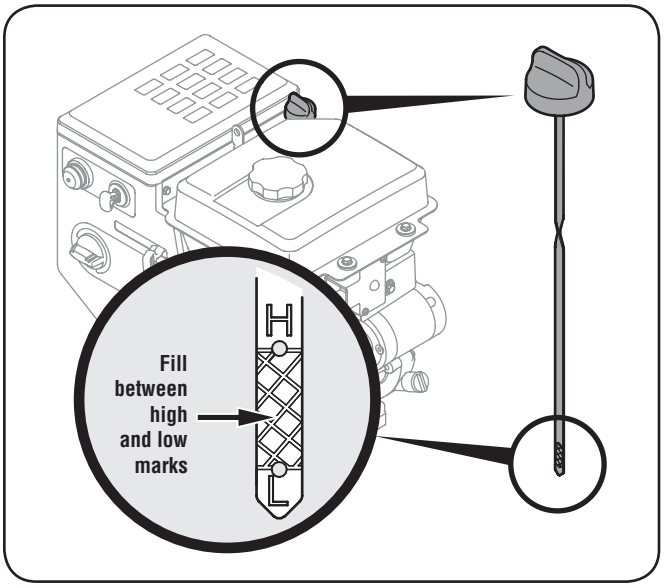

Figura 3-2
- Mantenga el nivel de aceite entre las marcas "F (lleno)" y "L (agregar)" de la varilla de medición del nivel. Vea la Figura 3-2.
1. Retire el tapón de llenado/varilla de medición de aceite y limpie bien la varilla. Vea la Figura 3-2.
3. Saque el tapón / la varilla de medición de aceite. Si el nivel es bajo, agregue lentamente aceite hasta que el nivel registrado esté en un punto intermedio entre alto (H) y bajo (L), Figura 3-2.